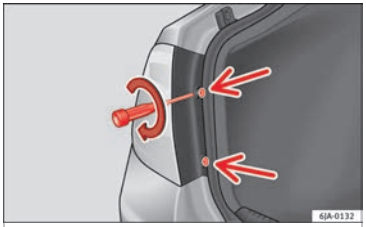

Fig. 158 Fit the tail light unit.
– Take the screwdriver or a Torx 20 key (T20) from the vehicle tool kit and tighten (turning clockwise ››› **Fig. 158**) the two retaining screws that secure the front of the light.